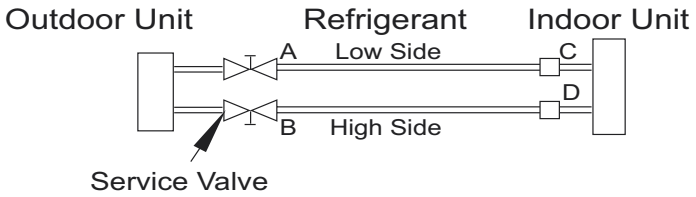

Fig. 21 —Service Valve Locations
3. Fully open the low side of manifold gage (see Fig. 21).